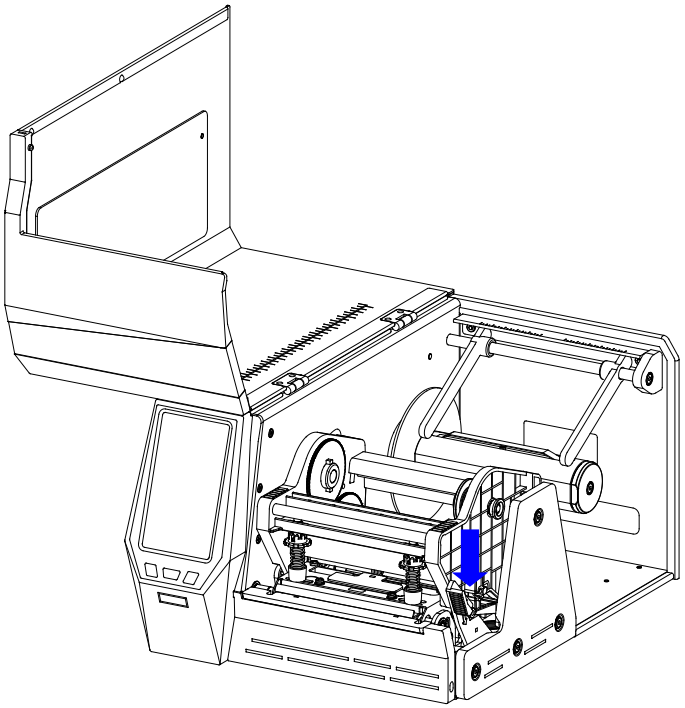
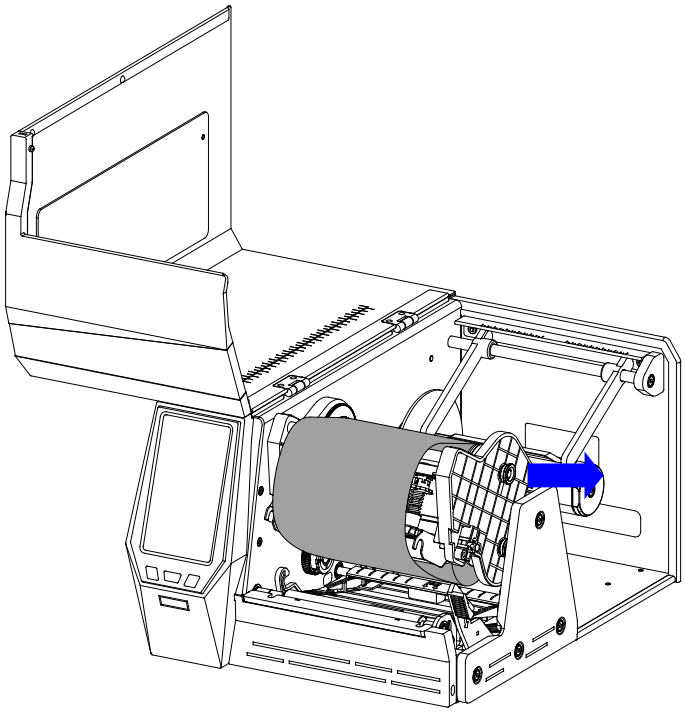

Figure 2-9 Release the Printhead Module
Figure 2-14 Load the Ribbon Take-up Core
To load the ribbon, refer to Figure 2-9 through Figure 2-14 and follow the steps below:
1. Lift the Flip-up Cover of the printer and push down the Printhead Release Lever to release the Printhead Module. See Figure 2-9.
7. Pull the Release Knob of the Ribbon Take-up compartment outwards and load the core in the Ribbon Take-Up compartment. See Figure 2-14.